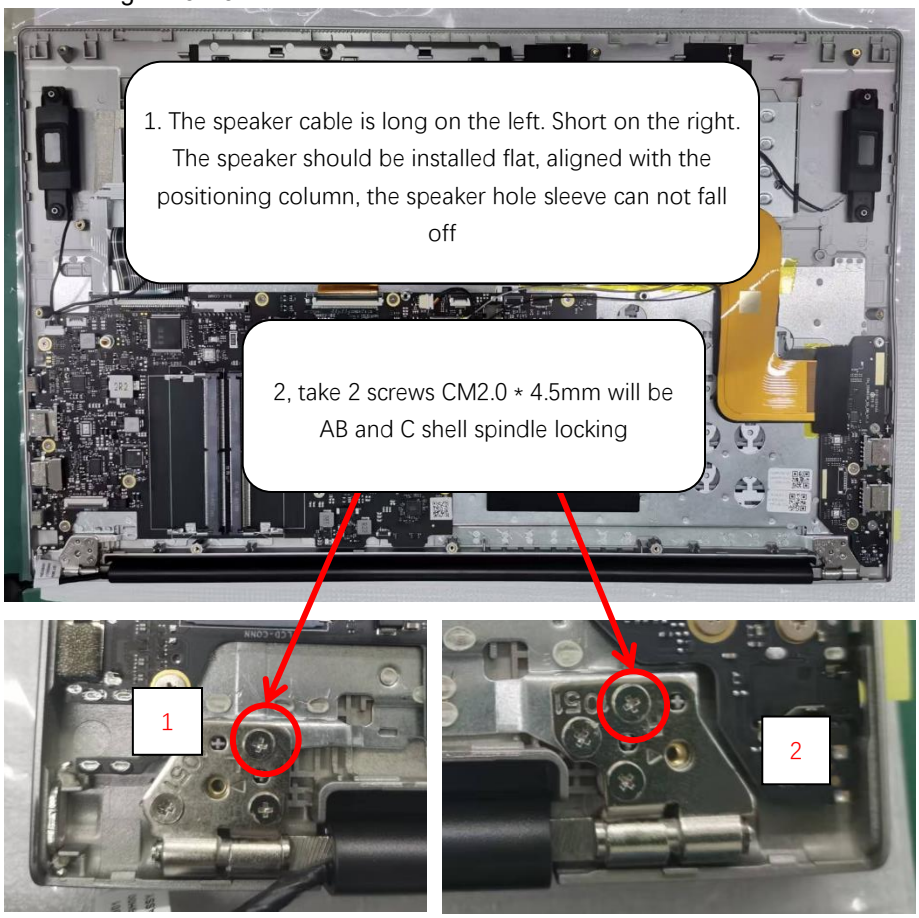

Figure 3-45 Installation of AB assembly pivot screws
1. Put the AB component group on the C-case component and fold the left and right hinge into place. as shown in Figure 3-45.